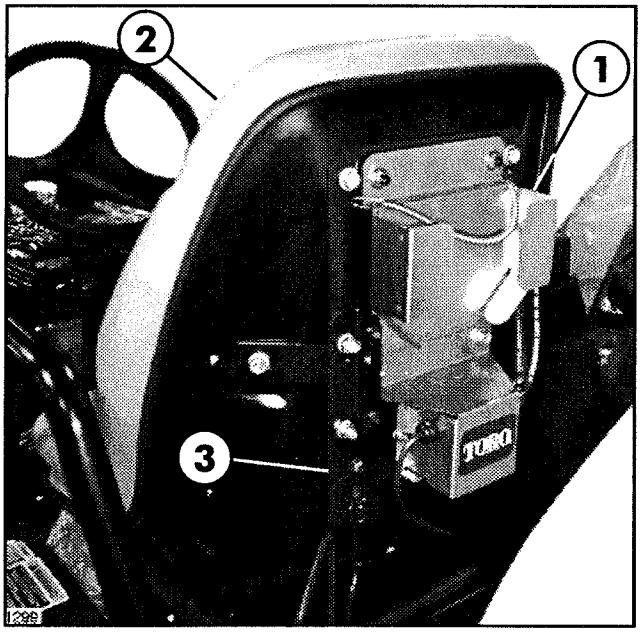

FIG. 4
6. Secure Respirator Assembly to the back of Operator's Seat using (4) 5/16 x 3/4" Flange Screws. See FIG. 4.